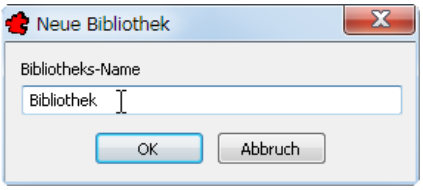

Bild 27.8 – Benennen der neuen Bibliothek
- Das Dialogfeld *Neue Bibliothek* erscheint. Geben Sie einen Namen ein, der in der Rubrikenliste noch nicht existiert, z. B. **Bibliothek**. Bestätigen Sie dann (Abb. 27.8).